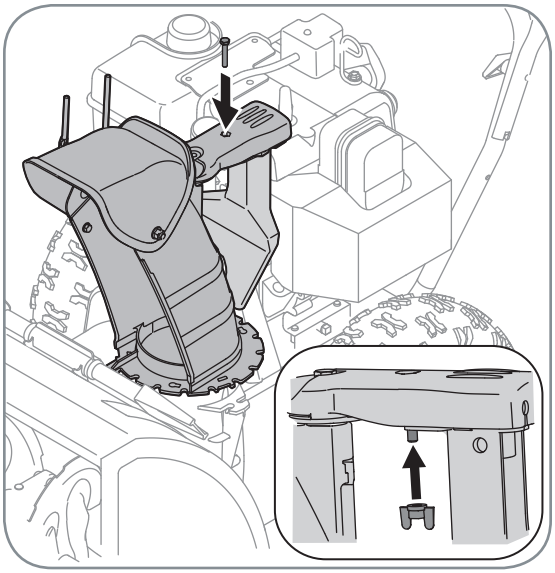

Figure 3-4
4. Continuez l'installation de la goulotte sur son support avec l'écrou à oreilles et la vis hex. retirés plus tôt. Voir la Figure 3-4.